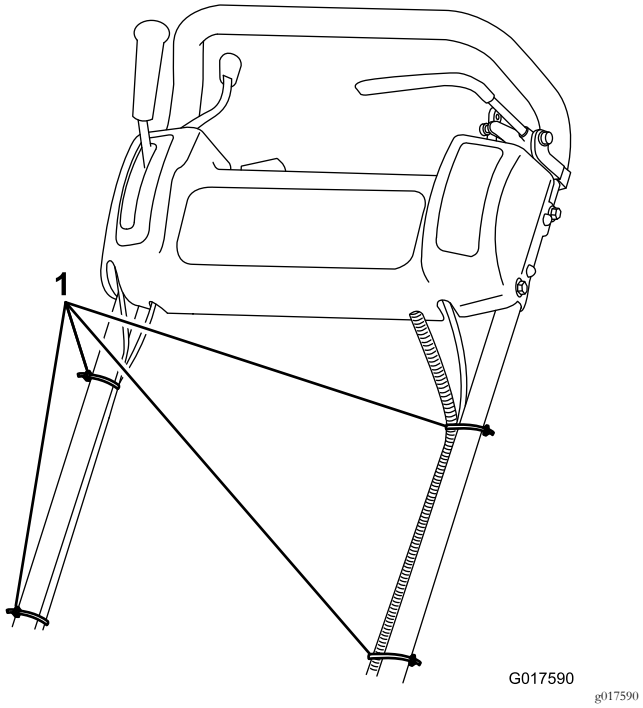

**Figur 4**
7. Fastgør kablerne og ledningsnettet til håndtaget med kabelbåndene (Figur 4).